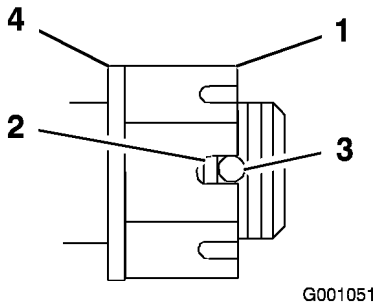

Figur 50
4. Trekk til tennpluggen med et moment på 170 Nm (Figur 50).
5. Kontroller avstanden fra bunnen av slissen i mutteren til den indre kanten i hullet. To gjenger eller mindre skal vises (Figur 50).
7. Fest kniven med et moment på 170 Nm (Figur 50).
8. Trekk til mutteren inntil det neste settet med slisser er i linje med hullene i akselen (Figur 50).